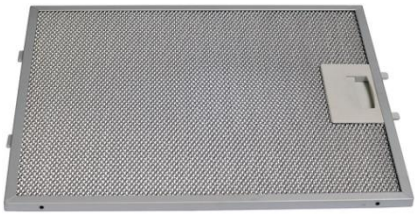

Рис. 2
2. Снимите алюминиевый жироулавливающий фильтр (рис. 2).
7. Установите жироулавливающий фильтр (рис. 2).